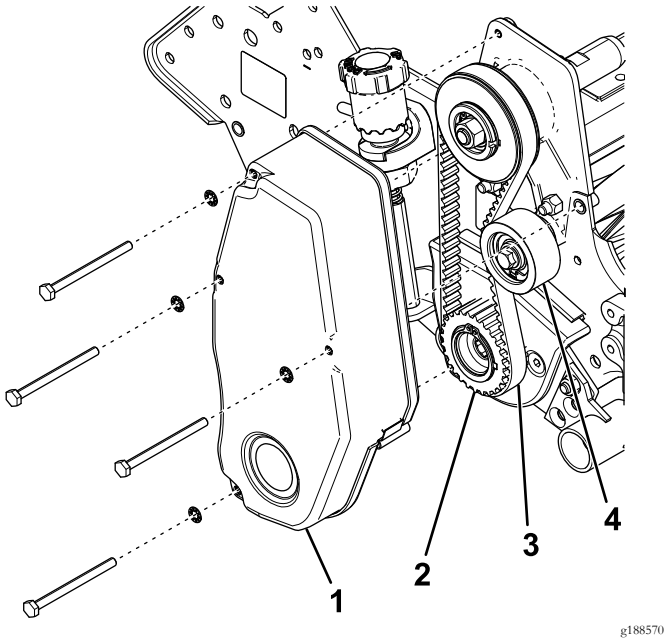

Figure 12
4. Reposez la poulie d'entraînement sur l'arbre du cylindre (Figure 12).
7. Montez le couvercle de la courroie d'entraînement de cylindre sur la plaque latérale (Figure 12).